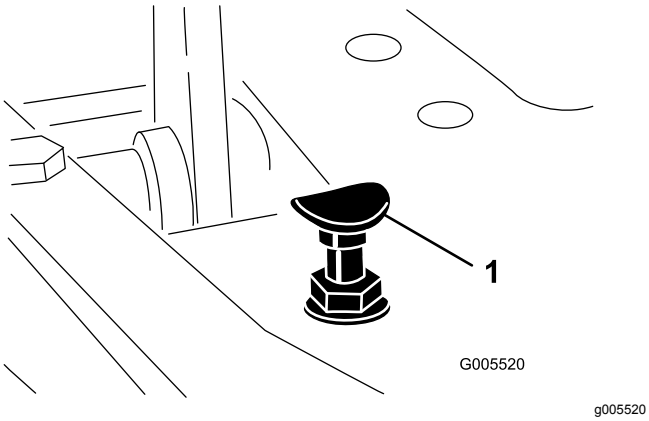

**Figur 42**
Du kommer upp i maximal transporthastighet genom att flytta funktionsreglaget till TRANSPORTLÄGET och trycka ned gaspedalen. Om pedalen får kontakt med stoppet (Figur 42) innan du känner någon spänning i kabeln genomför du följande justeringsprocedur:
1. Flytta funktionsreglaget till TRANSPORTLÄGET och lossa på låsmuttern som fäster pedalstoppet vid golvplattan (Figur 42).